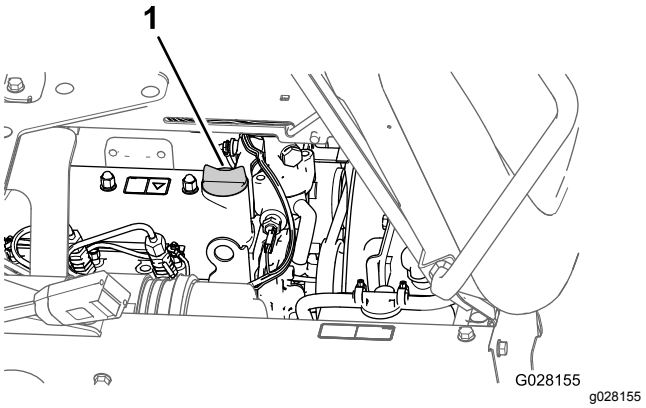

Figur 70
3. Hvis oliestanden er lav, skal påfyldningsdækslet fjernes fra ventildækslet (Figur 70), og olie hældes i påfyldningsstudsen, indtil oliestanden når op til mærket Fyldt på målepinden.